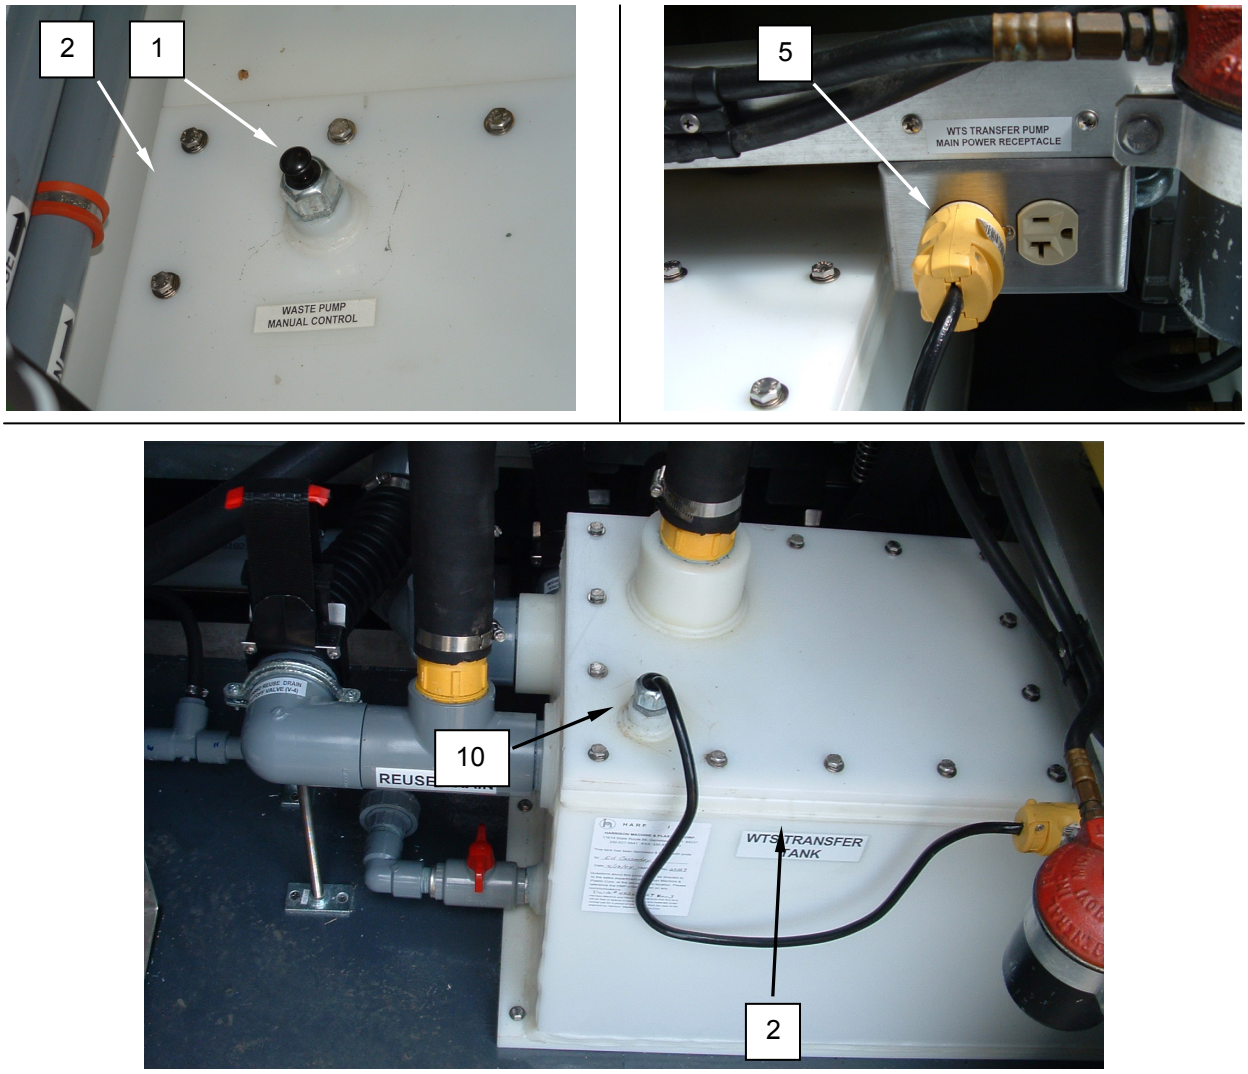

Figure 4. Replace the Drainage Tank Pump.
2. Remove manual lift knob **(Figure 4, Item 1)** (Waste Tank only).
3. Remove top **(Figure 4, Item 2)** of drainage tank.
8. Disassemble power cord plug **(Figure 4, Item 5)** and retain for installment on replacement pump power cord.
9. Loosen watertight strain relief **(Figure 4, Item 10)** in drainage tank top **(Figure 4, Item 2)**.
10. Pull power cord plug **(Figure 4, Item 5)** through strain relief **(Figure 4, Item 10)**.
15. Feed power cord through drain tank top strain relief **(Figure 4, Item 10)**.
16. Strip insulation from end of power cord, and install plug **(Figure 4, Item 5)** onto replacement pump power cord.
17. Install top **(Figure 4, Item 2)** of drainage tank.
18. Install manual lift knob **(Figure 4, Item 1)** (Waste Tank only).